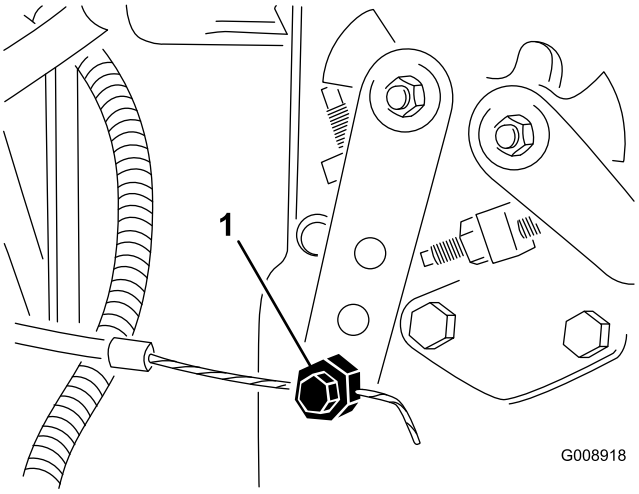

Figur 71
2. Lossa gasreglagekabelns kontaktdon på spaken vid insprutningspumpen (Figur 71).